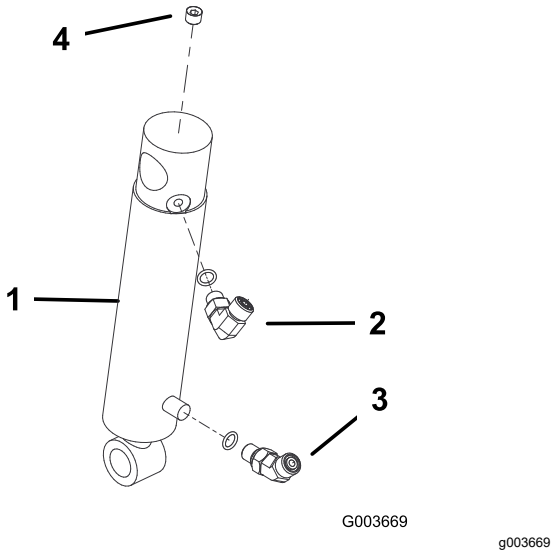

Figura 17
1. Avvitate un raccordo a 90° sulla porta superiore del cilindro idraulico. Collocate il raccordo come illustrato nella Figura 17.
2. Avvitate un raccordo a 45° sulla porta inferiore del cilindro idraulico. Collocate il raccordo come illustrato nella Figura 17.